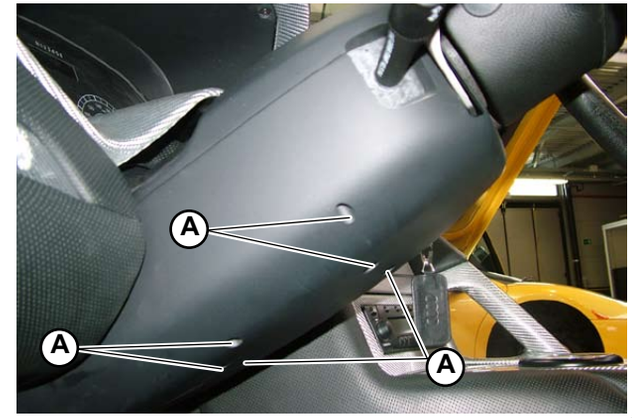

Fig.1
1. Unscrew the 8 screws (**A-Fig.1/2**) securing the lower part of the steering wheel cover.